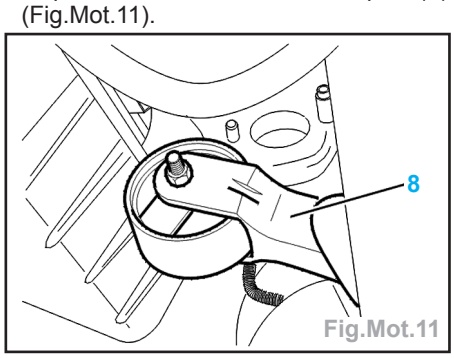

Fig.Mot.11
- Déposer la biellette anti-couple (8) (Fig.Mot.11).